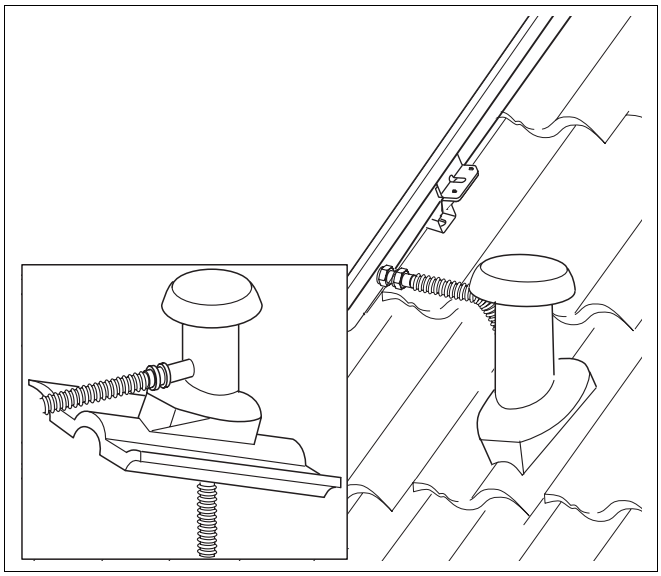

Afb. 54 Montage van de retourleiding KS- en DBS-compleetstation
- Schuif de flexibele inox slang door de zijdelingse boringen (afb. 54) van de antennedoorvoer en door de dakisolatie.